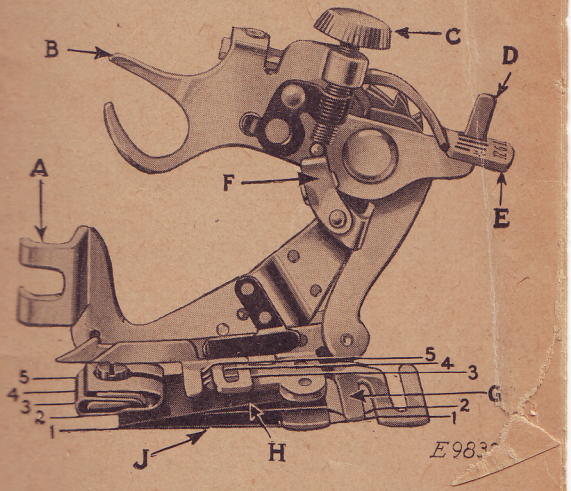
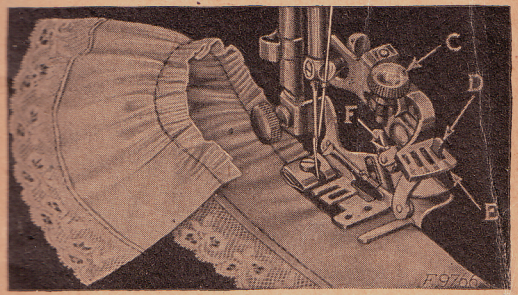
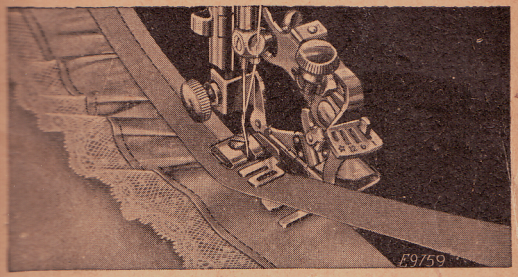
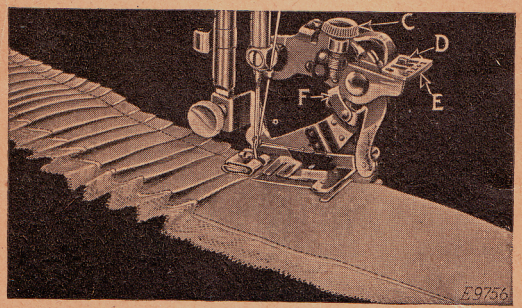

FIG. 59. THE RUFFLER AND ITS PARTS
Fig. 60
FIG. 62
Fig. 64
Lines 1, 2, 3, 4 and 5 shown in Fig. 59 indicate where the material is to be placed for various operations as follows:
Refer to Fig. 59 when inserting the material in the ruffler.
(See References in Fig. 59)
Raise the needle bar to its highest position and remove the presser foot. Attach the ruffler foot (A, Fig. 59) to the presser bar by means of the thumb screw, at the same time placing the fork arm (B, Fig. 59) astride the needle clamp as shown in Fig. 60.
The adjusting finger (F, Fig. 60) is not intended for gathering and should be moved forward or away from the needle, as shown in Fig. 60.
Raise the adjusting lever (E, Fig. 60) and move it to the left so that the projection (D, Fig. 60) will enter the slot marked "1" in the adjusting lever (E) when the lever is released. The ruffling blade will then move forward and back once at every stitch. Insert the material to be ruffled between the two blue blades, following the line 2 in Fig. 59. Draw the material slightly back of the needle, lower the presser bar and commence to sew.
To make fine gathering, shorten the stroke of the ruffling blade by turning the adjusting screw (C, Fig. 60) upward; also shorten the stitch. To make full gathering, lengthen the stroke of the ruffling blade by turning the adjusting screw (C) downward; also lengthen the stitch. By varying these adjustments, many pleasing varieties of work can be accomplished.
2, in Fig. 59. Place the garment to which the ruffle is to be attached, under the separator blade, following the line 1, in Fig. 59. Proceed the same as for gathering.
Insert the material to be ruffled between the two blue blades, following the line 2 in Fig. 59. Place the garment to which the ruffle is to be attached, under the separator blade, following the line 1, in Fig. 59. Place the material for the facing over the upper blue blade, as shown in Fig. 62, following the line 3, in Fig. 59. The facing may be straight or bias material. If the facing is to be on the right side of the garment, place the garment and
Insert the material to be ruffled between the two blue blades, following the line 2, in Fig. 59. This
The material for piping must measure about ¼ inch wide when folded in the center and is usually cut on the bias. Place the piping material in the ruffler, following the line 4, in Fig. 59, with the folded edge of the piping to the right. The material to which the piping and ruffling are to be sewn should be folded on the edge and inserted in the ruffler, following the line 5, in Fig. 59.
Raise the adjusting lever (E, Fig. 64) and move it to the right so that the projection (D, Fig. 64)
will enter the slot marked "6" in the adjusting lever when the lever is released. The ruffling blade will then move forward and back once at every six stitches. To adjust the ruffling blade to make a plait once at every twelve stitches, place the adjusting lever (E, Fig. 64) so that the projection (D) enters the slot marked "12" in the adjusting lever. Insert the material to be plaited between the two blue blades, following the line (2, Fig. 59). The size or width of plaits is regulated by the adjusting screw
(C, Fig. 64) and the adjusting finger (F, Fig. 64). To make a wider plait, move the adjusting finger (F) back or toward the needle and turn the adjusting screw (C) downward. To make a smaller plait, turn the adjusting screw (C) upward. The distance between plaits is regulated by the length of stitch.